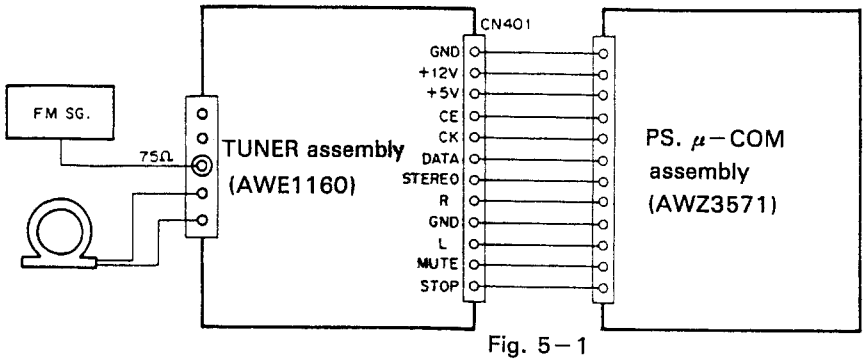

Fig. 5−1
1. Connect the wires as shown in Fig. 5−1 (FM ANT. terminal : 75Ω).